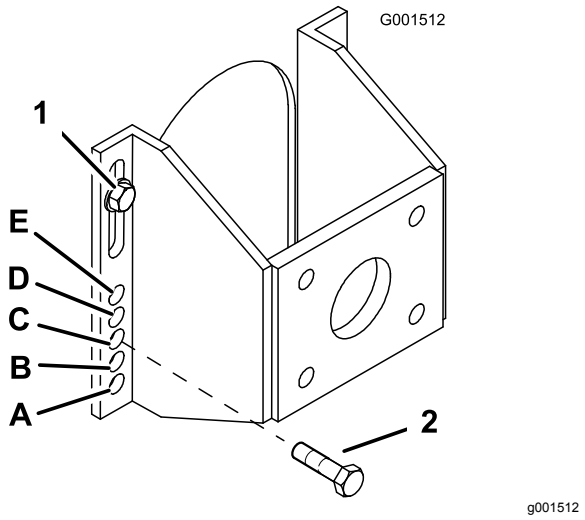

**Figur 16**
5. Lossa (men avlägsna inte) de två övre axelbultarna (Figur 16).
6. Avlägsna de två nedre axelbultarna (Figur 16).
7. Höj eller sänk monteringsfästet så att du kan montera de två axeljusteringsbultarna i önskade hål (Figur 16).